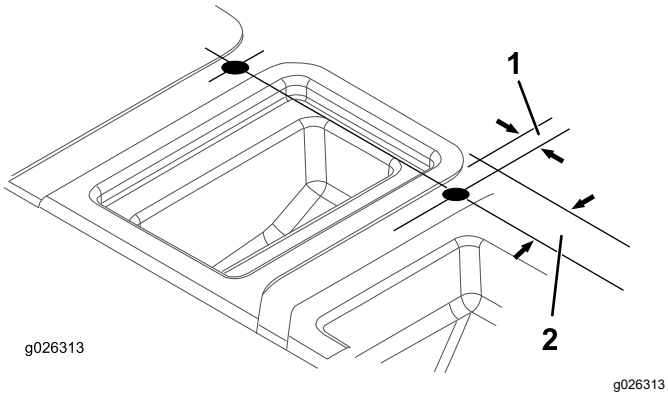

Bild 10
5. Verwenden Sie die Werte in Bild 10 und markieren und bohren Sie zwei Löcher (1") oben in das Sitzunterteil. Ermitteln Sie ein Loch an jeder Seite des mittleren Fachs.